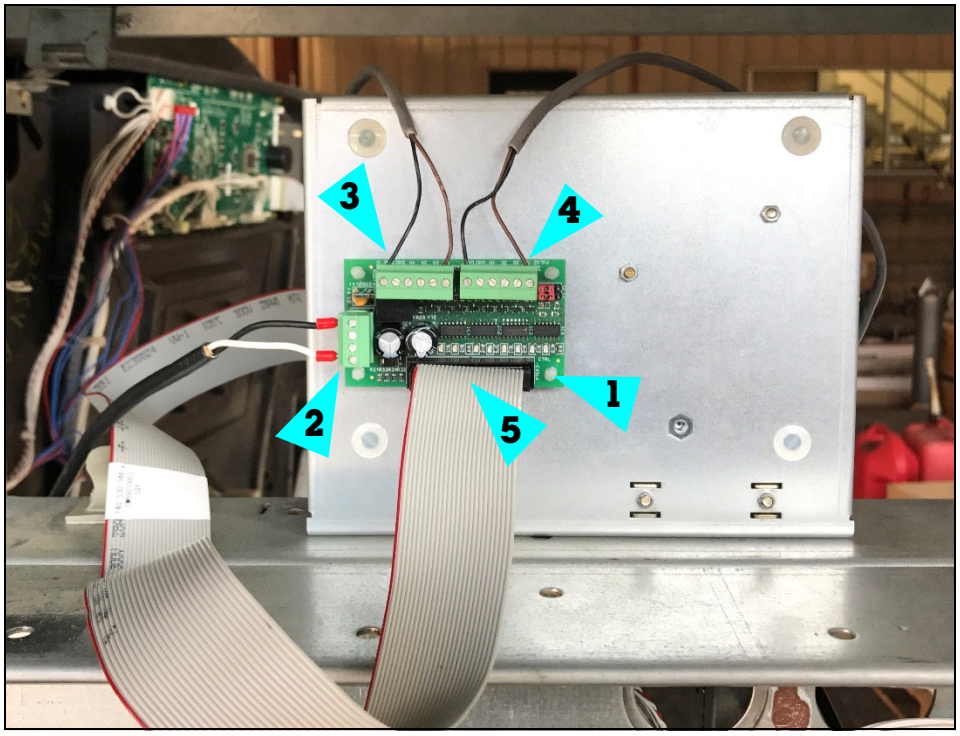

Figure 10. VaporTEK Pulse Interface Adapter Board Mounted to Back of VaporTEK-3 Controller Board Housing
1. Mount the VaporTEK Pulse Interface board to the back of the new sheet metal bracket 900892-001 with the four stand offs (579081-001) from the kit (see item 1 ([typical 4 corners], Figure 10).